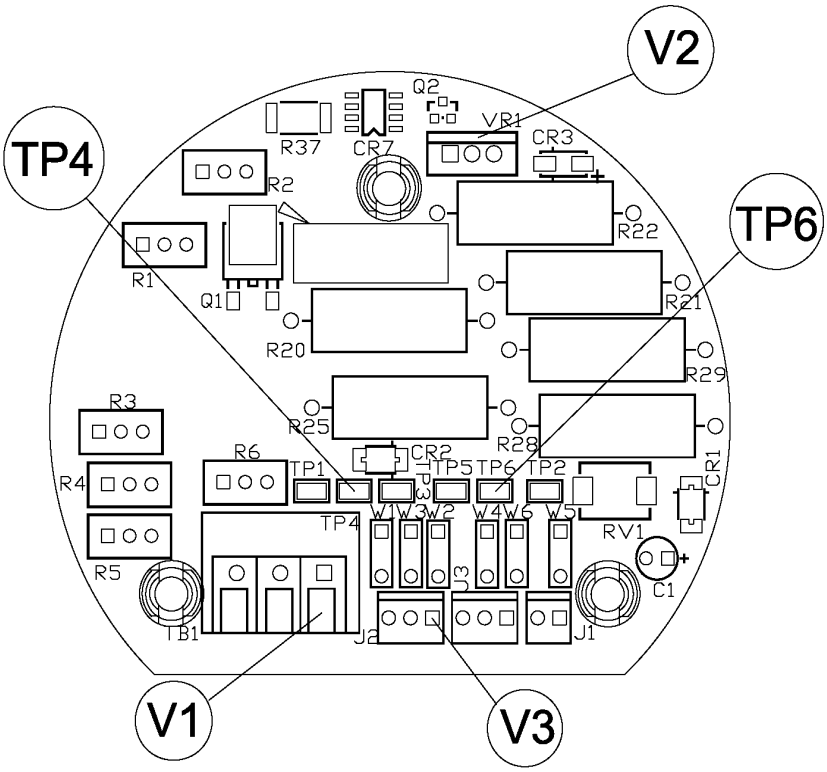

Figure 11. Transmitter Printed Wiring Board
Table 8. Test Procedure (also refer to figure 11)
4. Location of test voltage designated by V1 (table 8) is shown on the printed wiring board assembly (figure 11).
Refer to figure 11 for component locations.